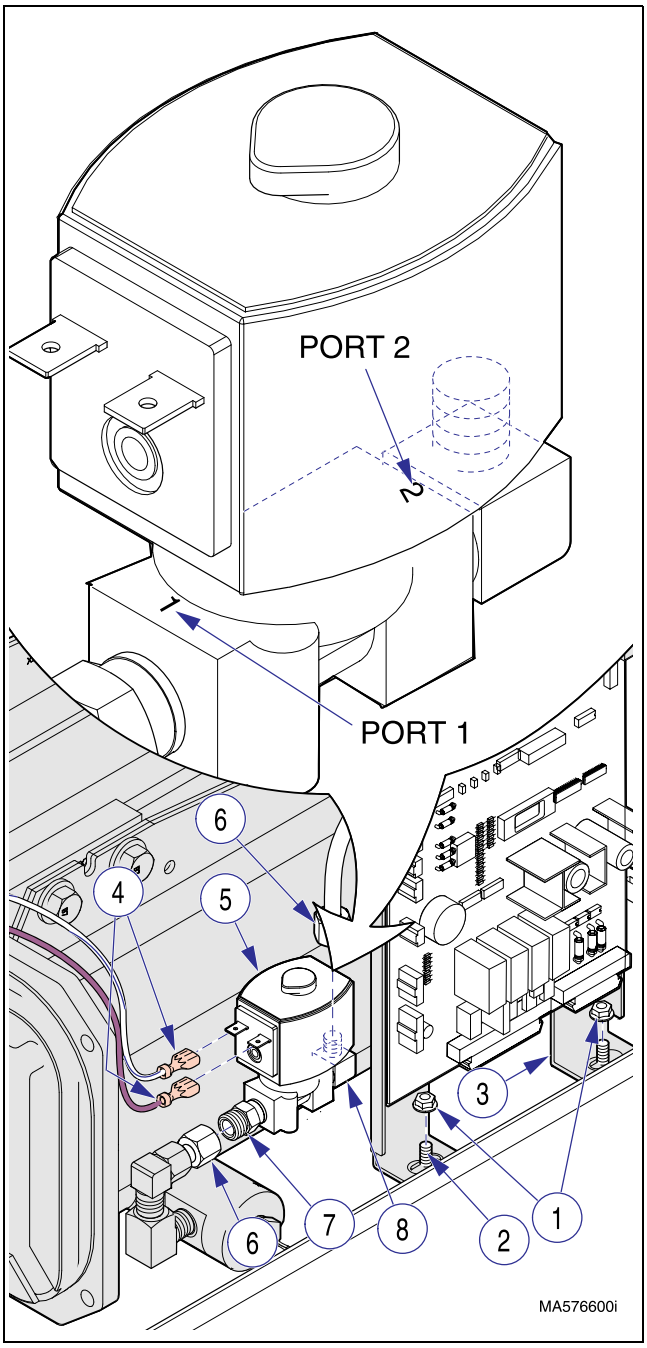

Figure 4-24. Air Solenoid Valve
(1) Coat threads of male fitting (7, Figure 4-24) and elbow (8) with high temp.hydraulic sealant (Loctite 565).